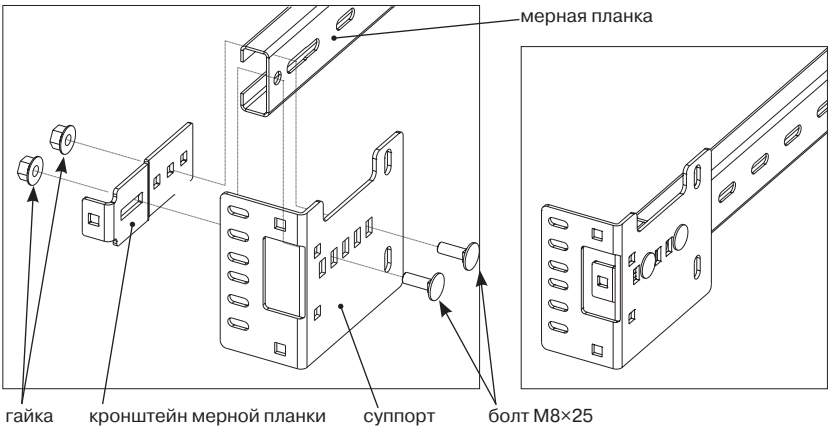

*Рис. 14.1*
- собрать боковые узлы крепления перемычки, для чего внутрь перемычки установить кронштейны мерной планки, снаружи перемычки установить суппорты. Детали закрепить между собой при помощи болтов М8×25 с полукруглой головкой и гаек с буртиком (рис.14.1);